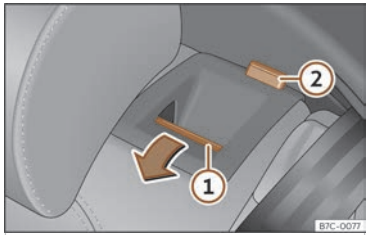

Abb. 68 Rücksitz: Rücksitzlehne vorklappen.
• Entriegelungstaste ››› (Abb. 68) ① nach vorn drücken und gleichzeitig die Rückenlehne umklappen. Die Rücksitzlehne ist entriegelt, wenn die rote Markierung des Tasters ② sichtbar ist.